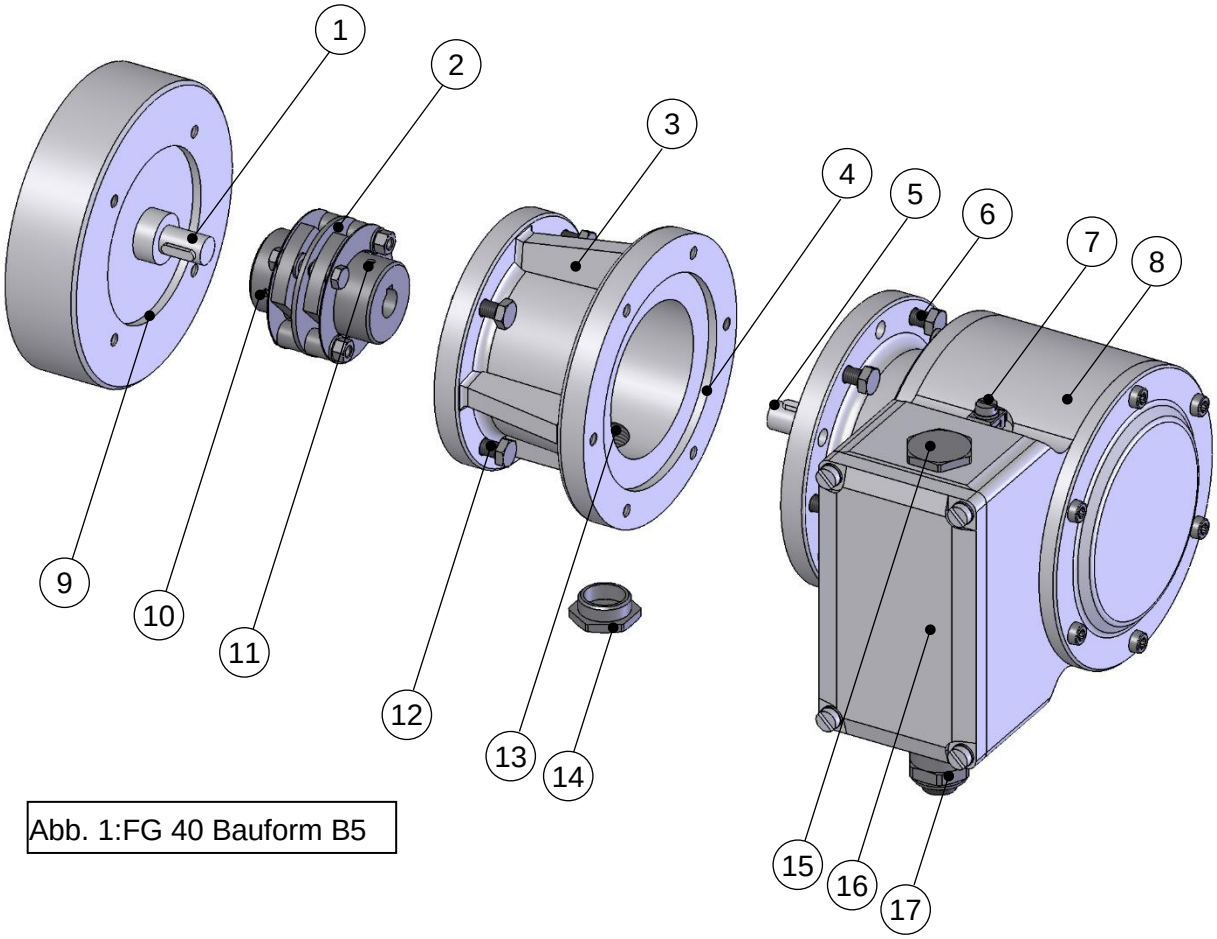

Abb. 1:FG 40 Bauform B5
1. Klemmkastendeckel (16, Abb. 1:) öffnen.
2. Verschlussbolzen der Kabelverschraubung (17, Abb.1:) entfernen.